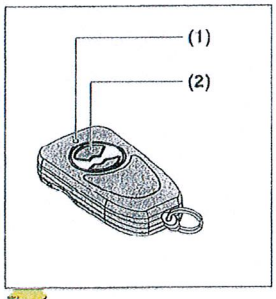

Fig. 1
2 Gerätebeschreibung (Fig. 1)
4.2 Den Handsender verwenden (Fig. 1)